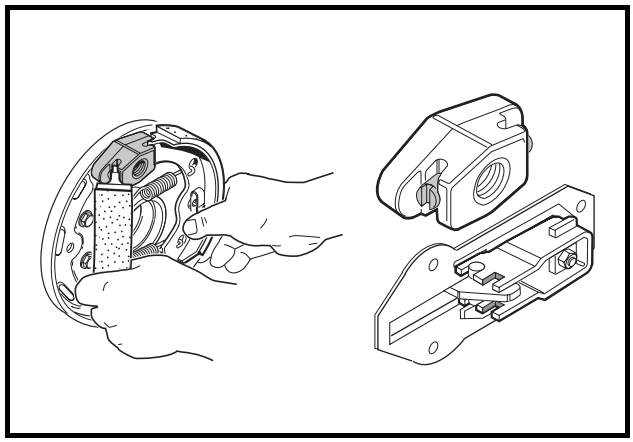

Figure 6-25 Insert Shoes
3. Attach the springs (with hooks pointing outwards) onto the shoe already installed. Then hold the other shoe next to it, correctly oriented, and attach the springs to it **(Figure 6-25, Page 6-12)**. **See following NOTE.**
4. While maintaining spring attachment on both shoes, position the tips of the second shoe into mounting slots and then push shoe into place. Hold shoe in position and install the retaining clip and pin **(Figure 6-25, Page 6-12)**.